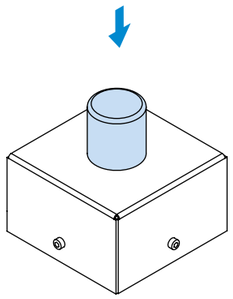

Рисунок 17.
11. Установить кнопку аварийной остановки в положение ВКЛ (рисунок 17)